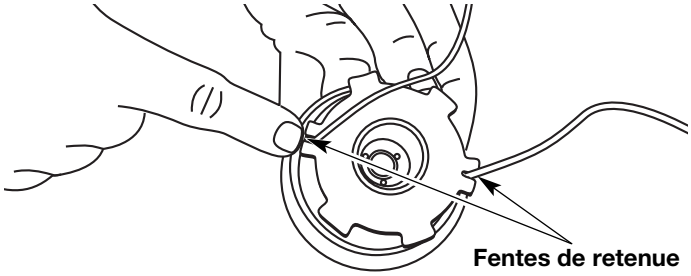

Fig. 19
12. Insérez les extrémités du fil dans les deux fentes de retenue (Fig. 19).